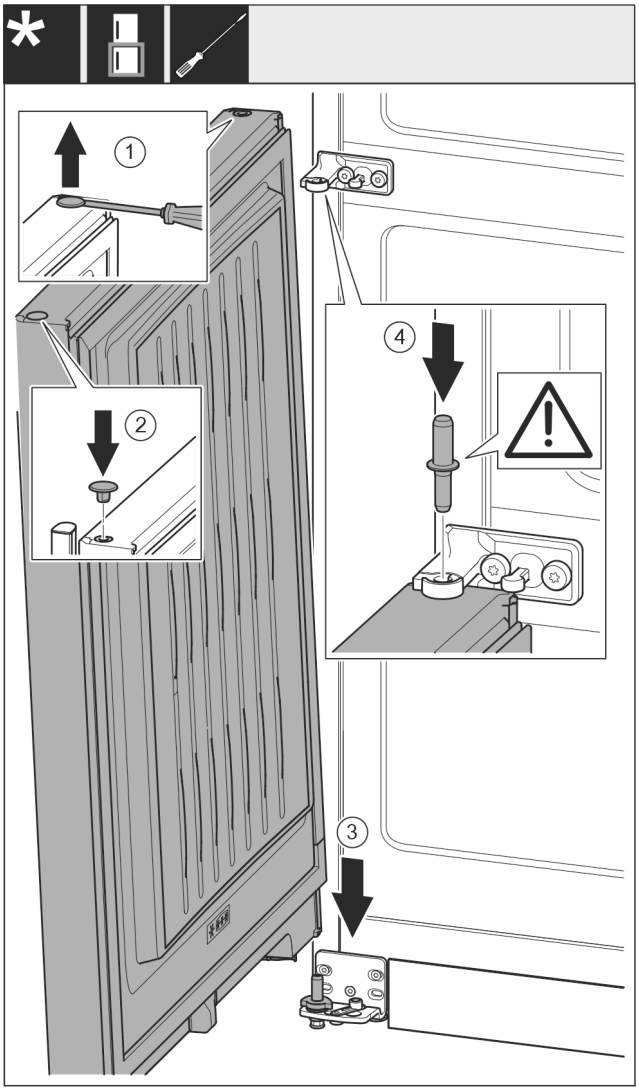

Fig. 23
▶ Soulever et retirer avec précaution les caches *Fig. 23 (1)* avec un tournevis plat.
▶ Replacer les caches *Fig. 23 (2)* de l'autre côté de la porte.
▶ Placer la porte *Fig. 23 (3)* depuis le haut sur l'axe de palier inférieur.
▶ Insérer l'axe de palier central *Fig. 23 (4)* dans le support de palier central de la porte inférieure. Veiller à ce que l'ergot soit orienté vers l'arrière.